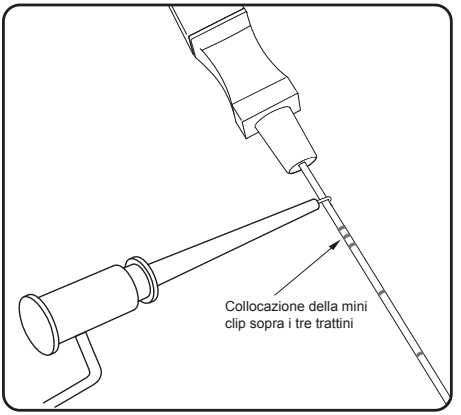

Figura 6. Collegamento del cavo della stimolazione di prova con ago all'ago per forame sacrale
3. Collegare l'estremità con la clip del cavo per la prova di stimolazione alla sezione priva di isolante dell'ago (subito sotto il cono e sopra i tre trattini sull'ago foraminale) (**Figura 6**).